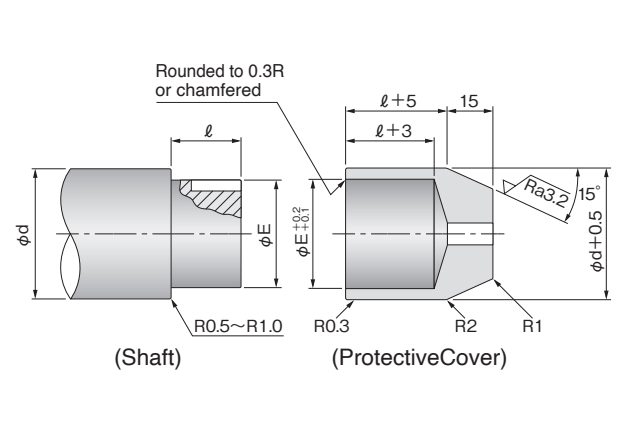

Fig. 7-13 Protective Key way/Spline Cover
❹ If the shaft has key ways or splines, the seal's lip edge may be damaged. Cover the shaft as illustrated in Fig. 7-13.
❶ Check that the shaft end is free of burrs or other defects.
❷ Use an installation jig when there are key ways or splines on the shaft. (Refer to Fig. 7-13 on page 48.)